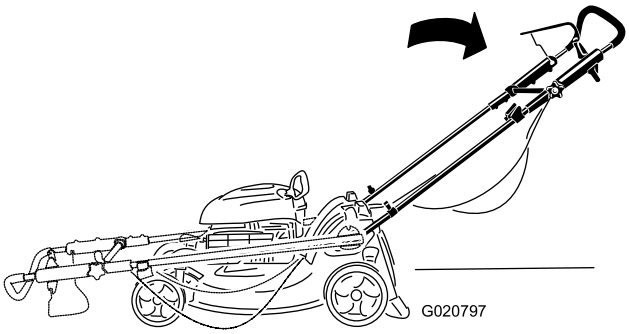

Figuur 3
1. Klap de handgreep uit zoals getoond in Figuur 3.